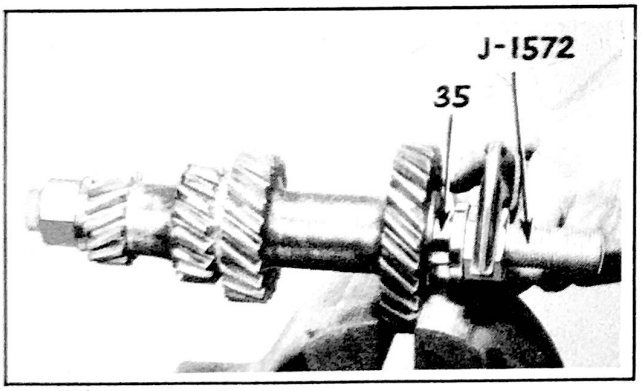

Figure 238 - Installing Countershaft Gear Cluster Bushings With Tool J-1572
43. Place both bushings (35) in position in gear cluster, install Bushing Replacer J 1572 in position and press bushings into gear. See Fig. 238.